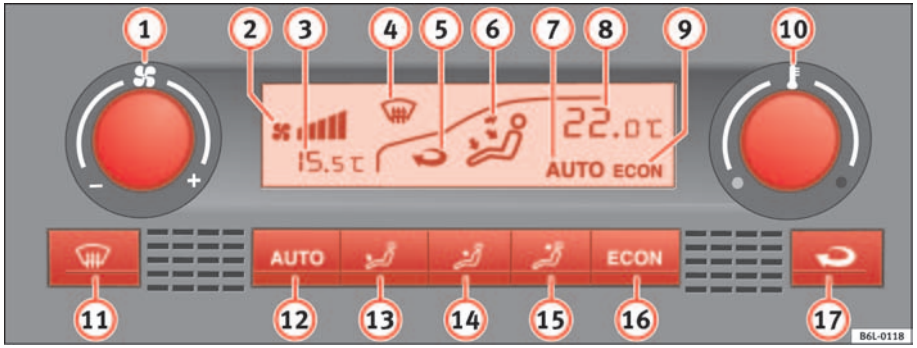

Fig. 88 On the instrument panel: Climatronic controls
– Turn the temperature selector ⇒ fig. 88 (10) to set the desired temperature.
(1) Blower speed control and ON / OFF system.
(2) Blower level indicator
(3) Outside temperature display
(4) Defrost windscreen display
(5) Air recirculation display:
(6) Display for air flow direction
(7) Display **AUTO** (automatic operation)
(8) Interior temperature selected display
(9) Display **ECON** (air conditioning off)
– Press the button AUTO. The display is visible ⇒ page 118, fig. 88 (7).
– Press one of the buttons ⇒ page 118, fig. 88 (13) to (15), or turn the blower control (1). The display is switched off (7).
– Press the button [ ] to switch air recirculation mode on or off. This is ON if the symbol ⇒ page 118, fig. 88 (5) is displayed on the screen.